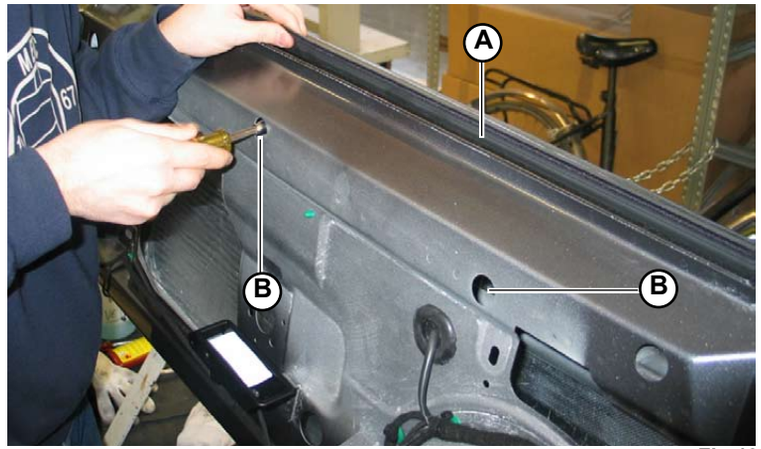

Fig.19
1. Secure the weatherstrip (**A-Fig.19**) to the door using the 4 screws (**B-Fig.19**).